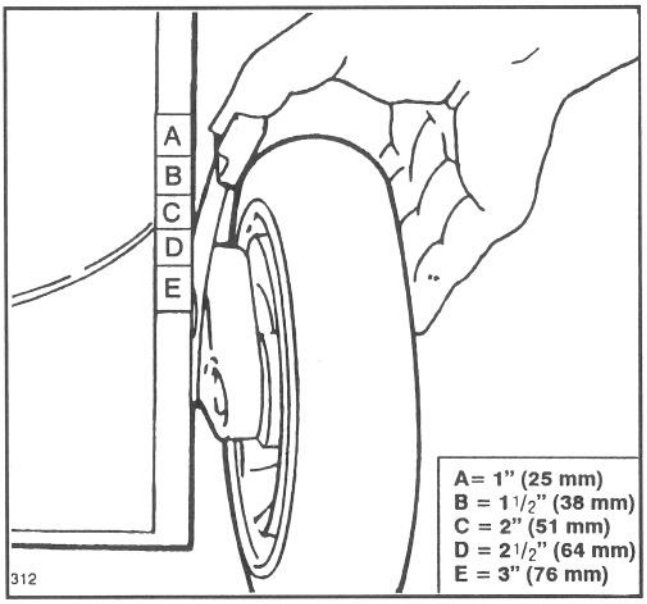

Abb. 15
Die fünf Buchstaben auf dem Gehäuse zeigen die jeweilige Schnitthöhe an (Abb. 15).
2. Gehäuse so anheben, daß das Rad über dem Boden schwebt, um die Höheneinstellung zu erleichtern. **Beim Anheben nicht mit den Fingern unter das Gehäuse greifen.** Drücken Sie den Hebel zum Rad hin und bewegen Sie ihn in die gewünschte Stellung (Abb. 15). Sicherstellen, daß der Stift auf dem Schnitthöhen-Verstellhebel am Gehäuse einrastet. Stellen Sie alle Räder auf die gleiche Höhe ein.